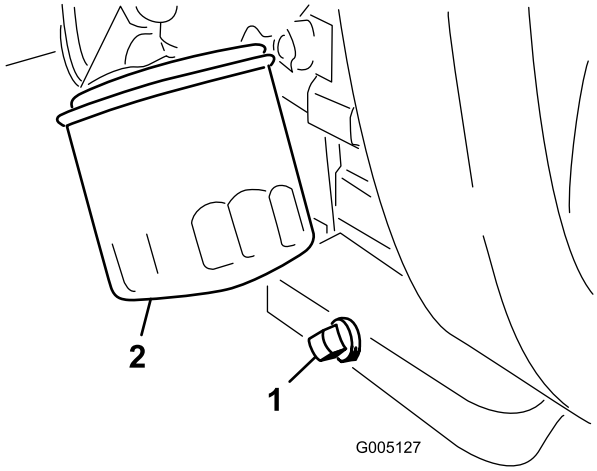

Figuur 45
1. Verwijder de aftapplug (Figuur 45) en laat de olie in een opvangbak lopen. Als er geen olie meer naar buiten stroomt, plaatst u de aftapplug terug.
2. Verwijder het oliefilter (Figuur 45). Smeer een dun laagje schone olie op de pakking van het filter.